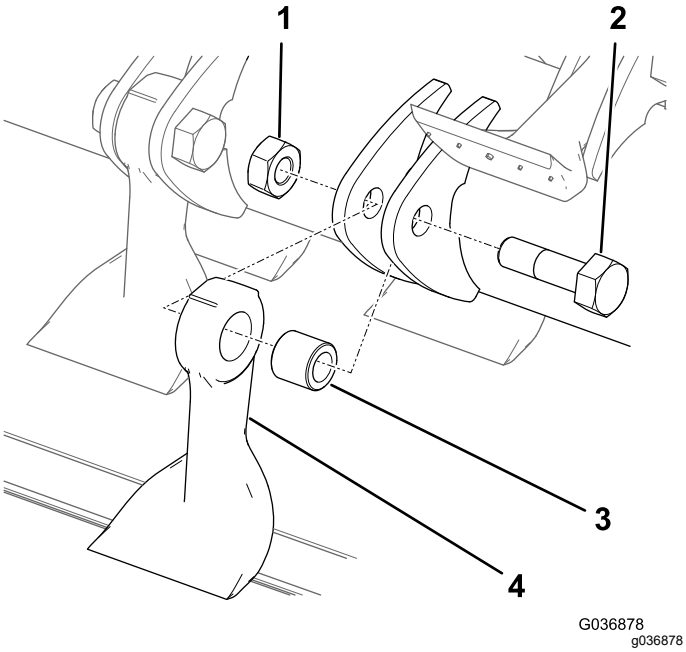

Рисунок 84
7. Удерживая нож с помощью ветоши или перчатки на толстой подкладке, отверните гайку, болт, снимите втулку и нож (Рисунок 84).
9. Установите новый нож и втулку с помощью новой гайки и болта ножа (Рисунок 84).